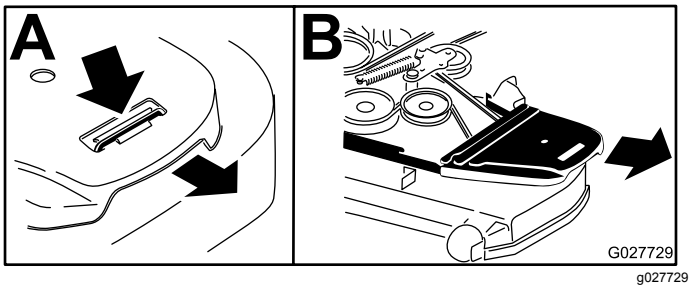

Figur 72
5. Ta bort remmens plastskydd (Figur 72).
6. Ta bort remkåporna (Figur 72).